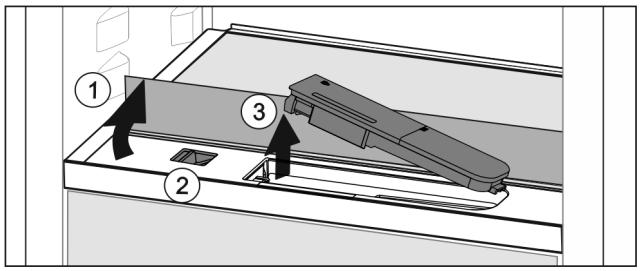

*Fig. 43*
▶ Soulever la tablette et la rabattre vers l'arrière jusqu'à la butée *Fig. 43 (1)*.
▶ Pousser le curseur *Fig. 43 (2)* vers la gauche.
▶ Sortir le filtre à eau *Fig. 43 (3)*.